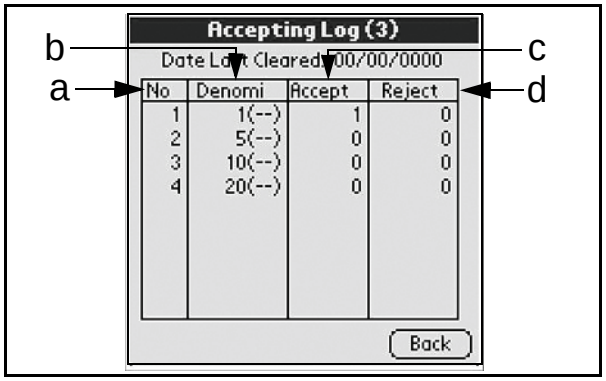

Figure 7-26 Viewing Page Three Log Data
12. Page three of the **Accepting Log** (See Figure 7-26) lists the total Banknote denominations counted, those accepted and those rejected as follows:
d. Reject – The number of the specific Banknotes rejected (See Figure 7-26 a, b, c, & d respectively).